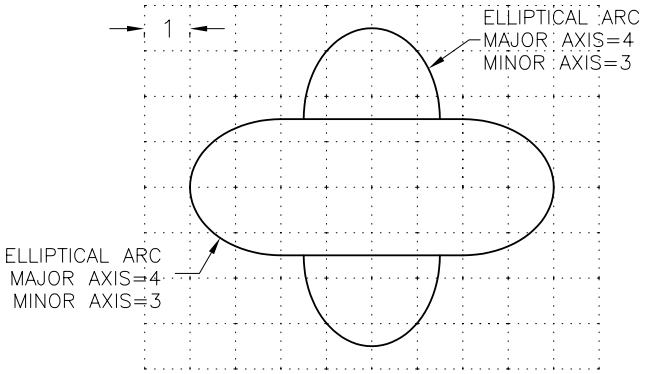

Figure 3-31 *Drawing for Exercise 8*
b. Draw the profile shown in Figure 3-31. The distance between the dotted lines is 1.0 unit.